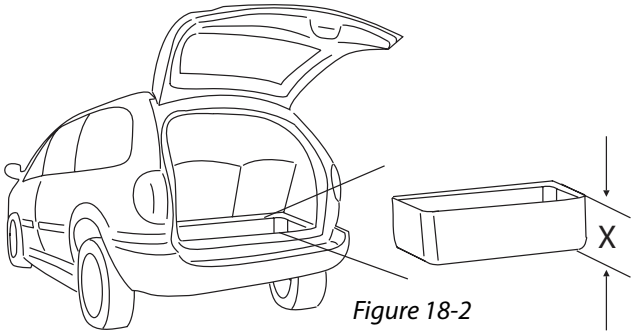

Figure 18-2
2. Measure the height of the well. *[Figure 18-2]*